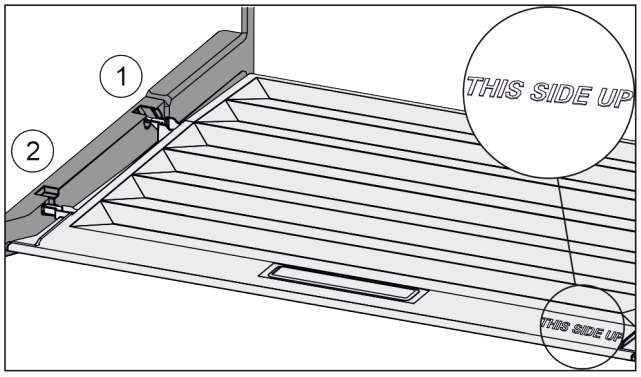

Fig. 34
▶ Inserire le nervature del coperchio attraverso l'apertura del supporto posteriore *Fig. 34 (1)* e innestare anteriormente nel supporto *Fig. 34 (2)*.